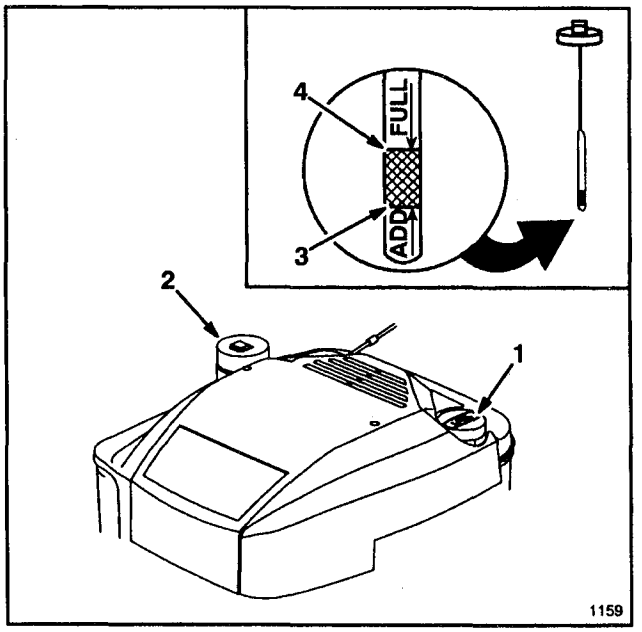

Figure 6
Before each use, assure oil level is between ADD and FULL mark (Fig. 6). Add oil if level is low.
3. Wipe dipstick and insert it into filler neck. Rotate cap 1/4 turn. Then remove dipstick and check level of oil (Fig. 6). If level is low, add only enough oil to raise level to FULL mark on dipstick. **DO NOT FILL ABOVE FULL MARK BECAUSE ENGINE COULD BE DAMAGED WHEN STARTED. POUR OIL SLOWLY.**
1. Clean around fuel tank cap and remove cap from tank (Fig. 6). Do not fill tank full. Using unleaded gasoline, fill fuel tank to within 6 to 13 mm (1/4" to 1/2") from top of tank, not into filler neck.